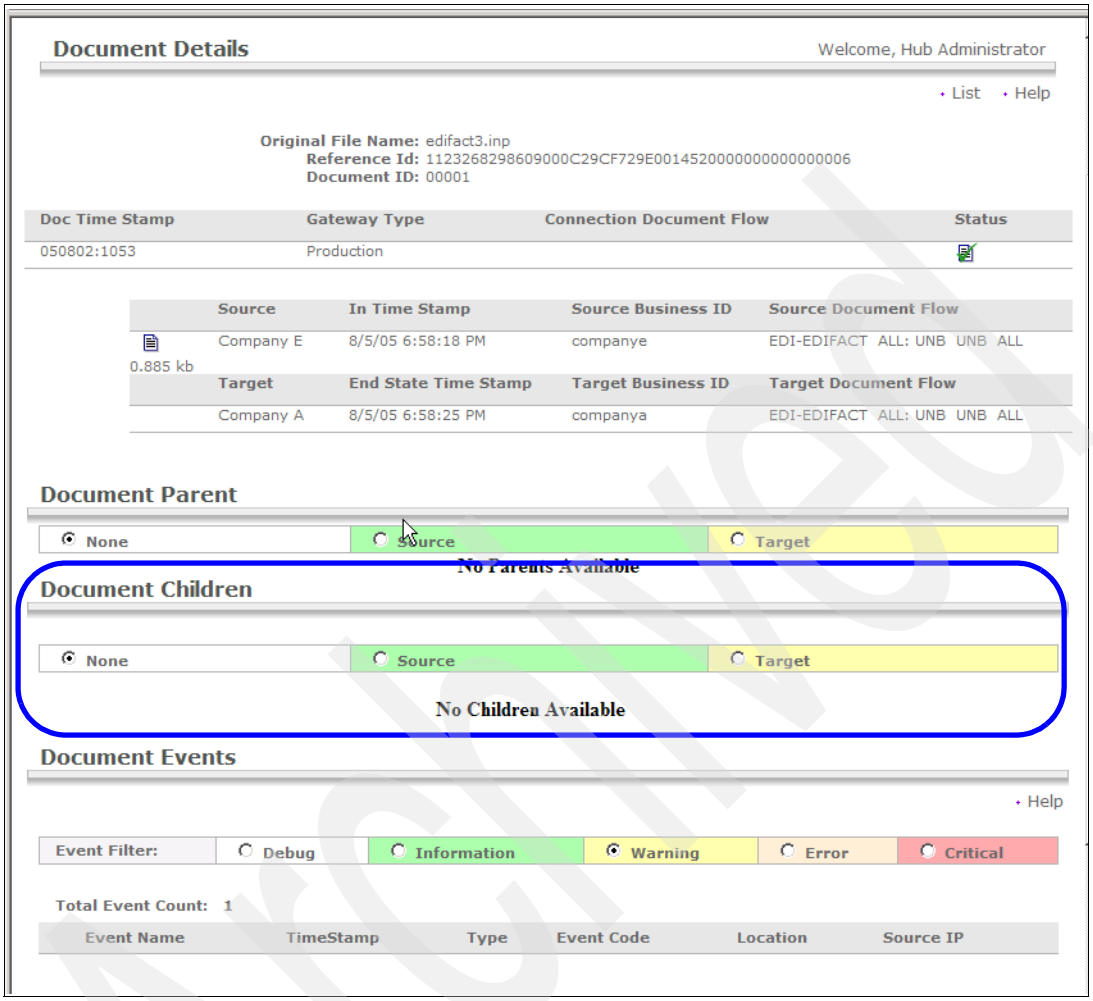

Figure 22-2 Detailed view of inbound envelope
5. The detailed view of this envelope is shown in Figure 22-2 on page 775. The Document Children section of this view (highlighted in Figure 22-2 on page 775), is where the drill down ability is located. Document Children is currently set to None, so no documents are displayed. Click **Source** to see the children messages in this envelope.